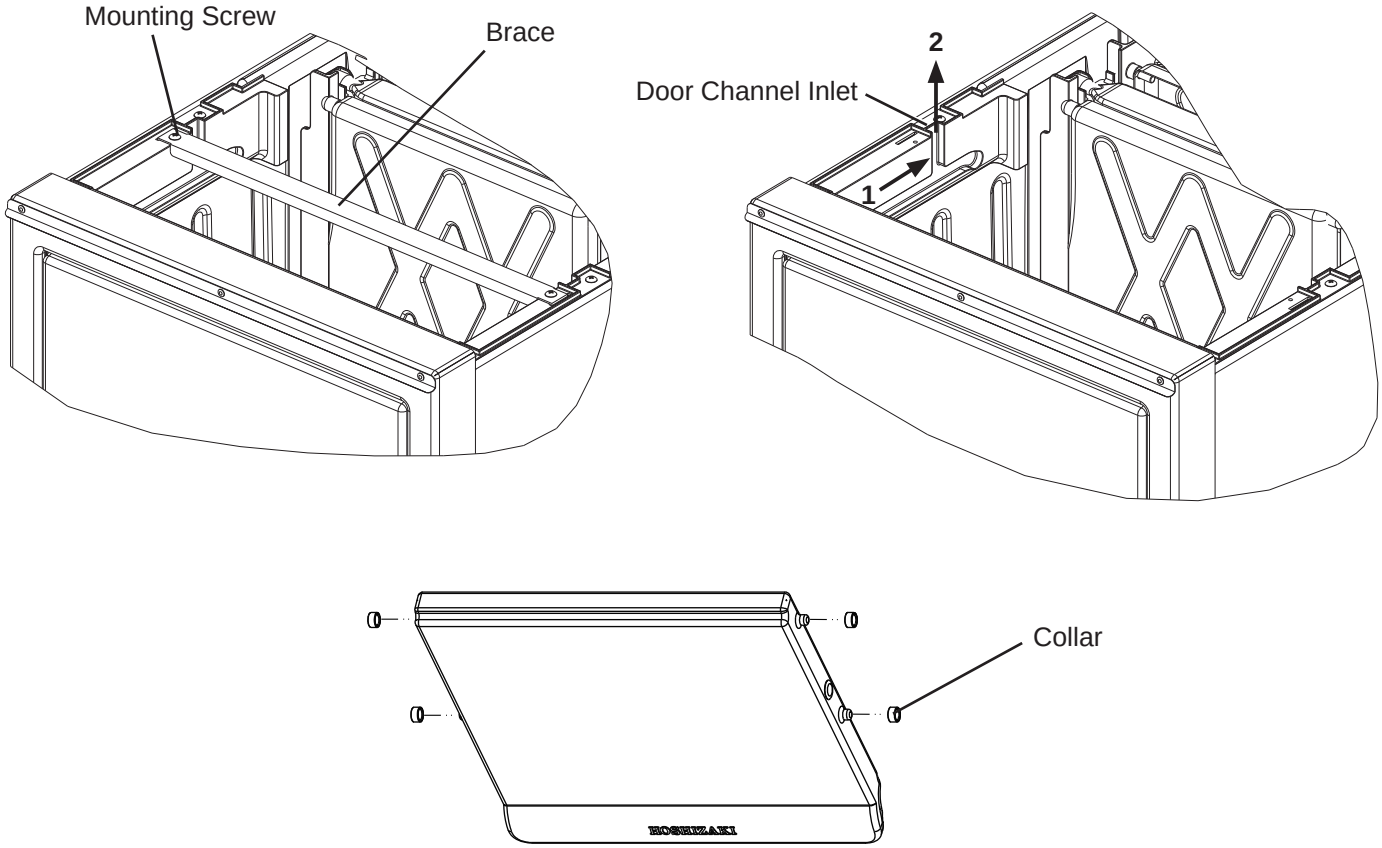

Fig. 21
2) Remove the two mounting screws and the brace. See Fig. 21.